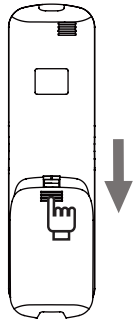

Рисунок 2.6
1) Сдвиньте крышку батарейного отсека на задней панели пульта ДУ в направлении, указанном стрелкой (Рисунок 2.6);